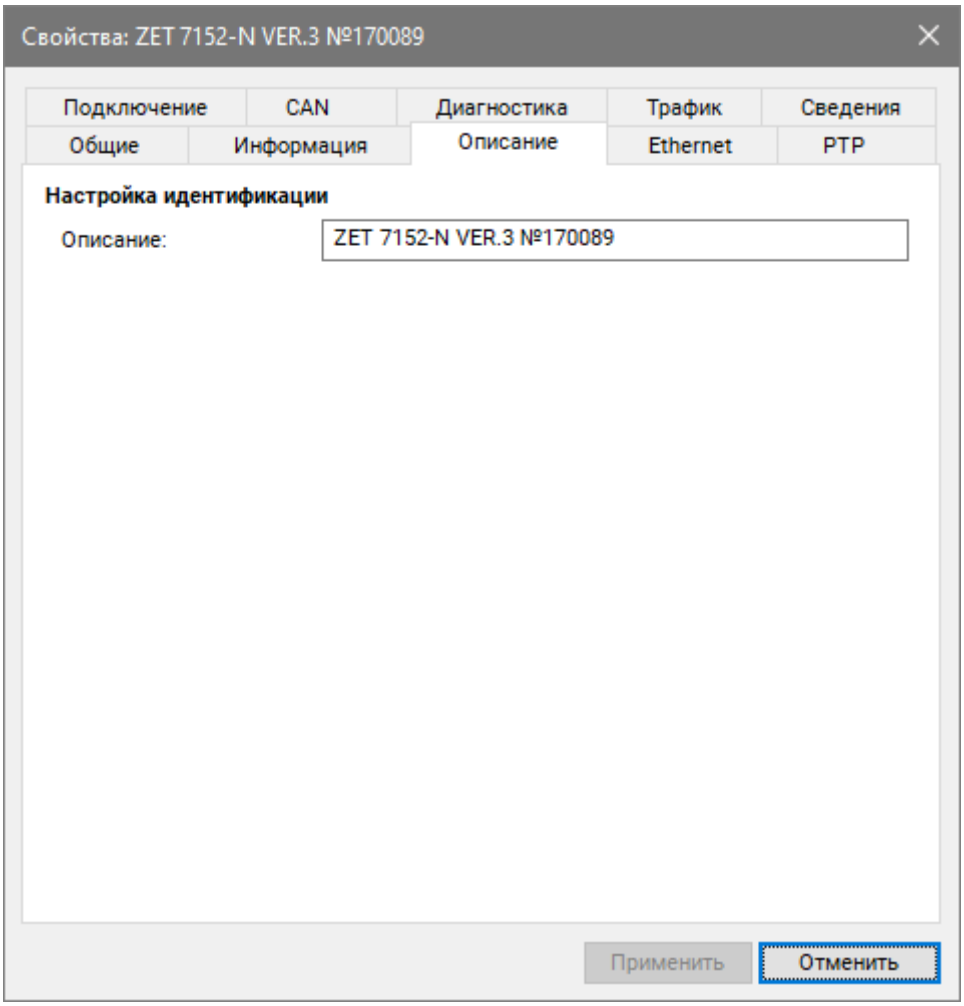

Рис. 5.4 Вкладка «Описание»
- Во вкладке «Описание» ввести идентификатор виброметра, при помощи которого устройство можно будет отличить от остальных виброметров системы (*Рис. 5.4*).
- Во вкладке «Ось» в поле «Наименование оси» возможно ввести название измерительного канала сейсмометра (*Рис. 5.4*).
- Во вкладке «Ось» в поле «Наименование оси» возможно ввести название измерительного канала акселерометра (*Рис. 5.4*).
- Во вкладке «Измерение» в поле «Наименование датчика» возможно ввести название измерительного канала регистратора (*Рис. 5.4*).